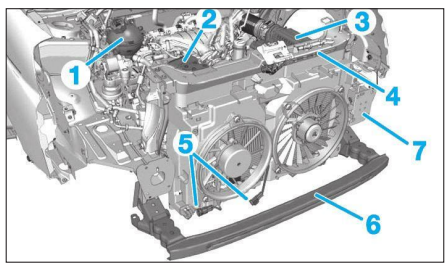

**Fig. 67**
- le vase d'expansion du circuit de refroidissement (1) **(Fig.67)**,
- le boîtier de relais de motoventilateur (2),
- la boîte à air (3).
• Décrocher et écarter le câble d'ouverture du capot (4).
• Déconnecter les motoventilateurs de refroidissement moteur en (5).
- la poutre de protection piéton (6),
- l'armature avant (7),